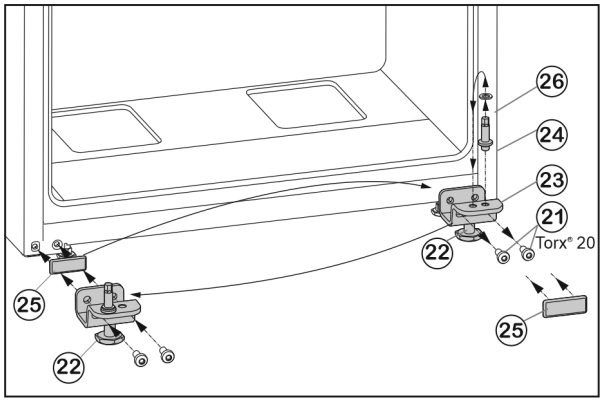

Fig. 7
- ▶ Dévisser les vis de fixation *Fig. 7 (21)*.
- ▶ Retirer l'ensemble du support de palier inférieur *Fig. 7 (23)* avec le boulon de palier *Fig. 7 (24)*, la rondelle *Fig. 7 (26)* et le pied de réglage *Fig. 7 (22)*.
- ▶ Dévisser l'ensemble du boulon de palier *Fig. 7 (24)* avec la rondelle *Fig. 7 (26)*, déplacer le tout dans le trou de préhension du côté opposé du support de palier et revisser fermement.
- ▶ Retirer avec précaution la plaque de recouvrement *Fig. 7 (25)* et la déplacer du côté opposé.
- ▶ Revisser l'ensemble du support de palier inférieur *Fig. 7 (23)* avec le boulon de palier *Fig. 7 (24)*, la rondelle *Fig. 7 (26)* et le pied de réglage *Fig. 7 (22)* du côté de la nouvelle charnière, au besoin à l'aide d'une visseuse sans fil **(en appliquant un couple de 4 Nm)**.
- ▶ Placer la porte à partir du haut sur le boulon de palier *Fig. 7 (24)*.
- ▶ Dévisser le pied de réglage *Fig. 7 (22)* sur le support de palier inférieur *Fig. 7 (23)* jusqu'à ce qu'il repose au sol.